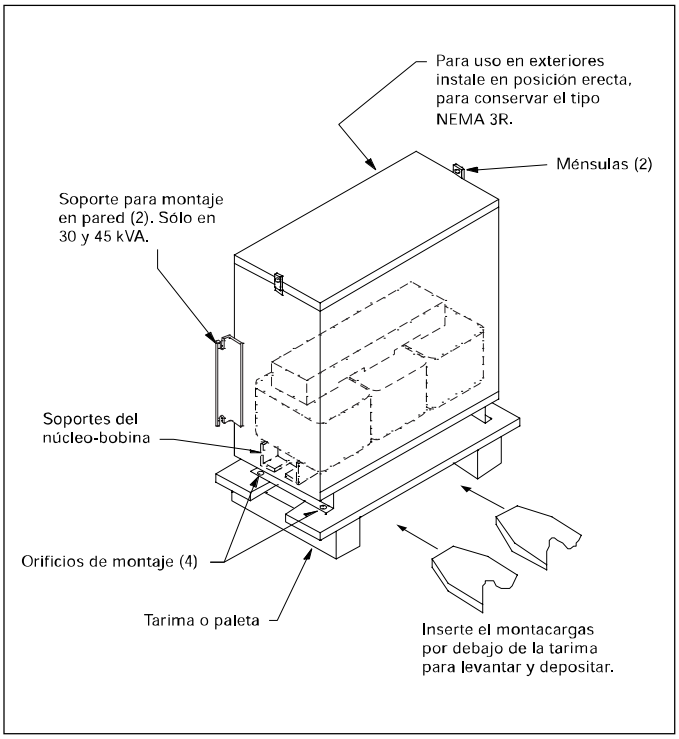

Figura 2 Transformador típico encapsulado.
- Para referencia, vea la Figura 2 en la página 3.